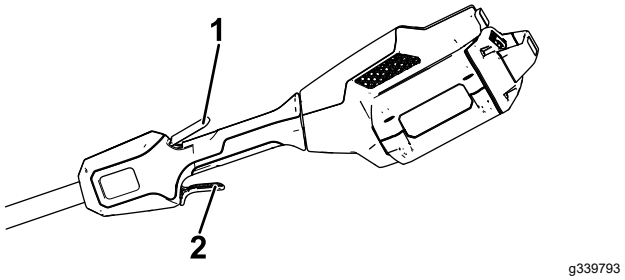

Figura 11
4. Para arrancar la desbrozadora, apriete el gatillo de bloqueo, y luego apriete el gatillo de accionamiento (Figura 11).